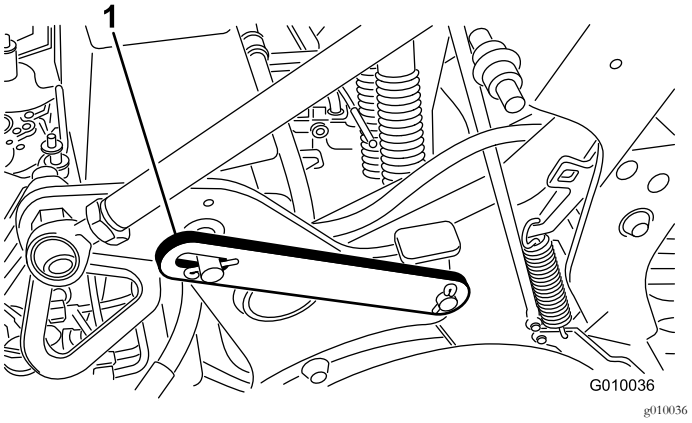

Figur 20
3. Ta bort klipsringen som sikrer servicelåsen i lagringsposisjon (Figur 20).